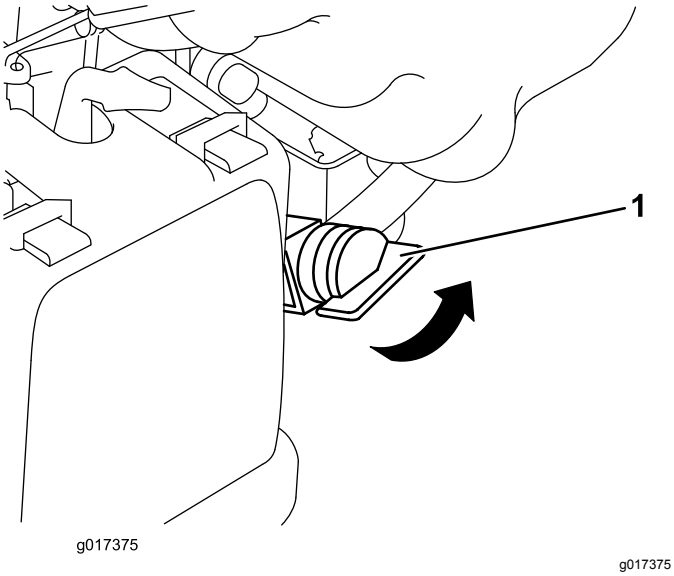

Rysunek 12
2. Obróć zawór paliwowy do położenia włączenia (Rysunek 12).